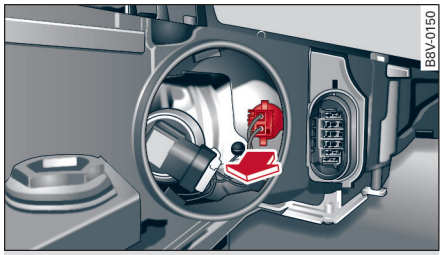

图 262 转向灯的灯座
为便于理解，⇨ *图 262* 显示的是拆卸后的大灯的内部。
- 将灯泡插头沿箭头方向拔出 ⇨ *图 262*。